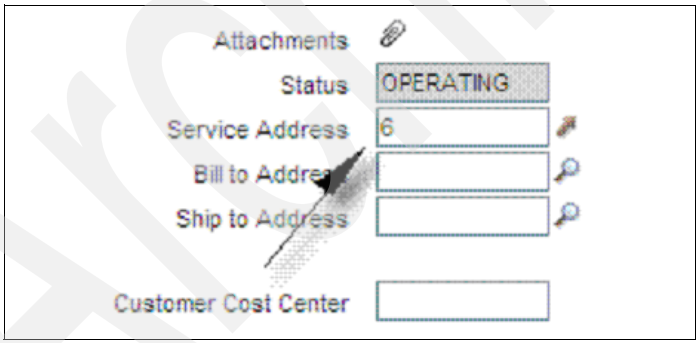

Figure 3-24 Set the value for Service Address field to 6
4. Save the record. Go to the Locations (SP) application, and search for REDBOOKLOC_A.
5. Set the value for Service Address field to 6, as shown in Figure 3-24.